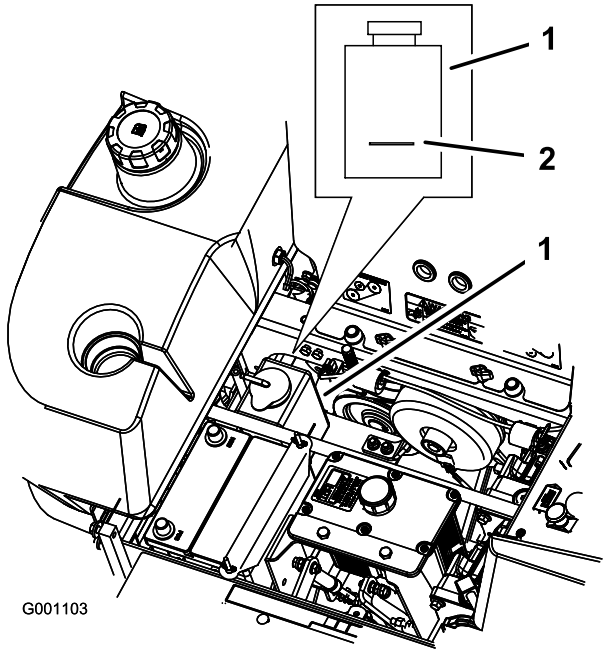

Figura 55
3. Con el motor frío, compruebe el nivel del depósito de expansión. El nivel de líquido debe llegar a la línea en relieve en el exterior del depósito de expansión (Figura 55).
4. Si el nivel de refrigerante es bajo, añada una mezcla al 50% de anticongelante de larga vida/Dex-Cool® y agua al depósito de expansión (Figura 55).
5. Añada la mezcla al 50% de refrigerante al depósito de expansión y llénelo hasta la línea marcada en el depósito (Figura 55).